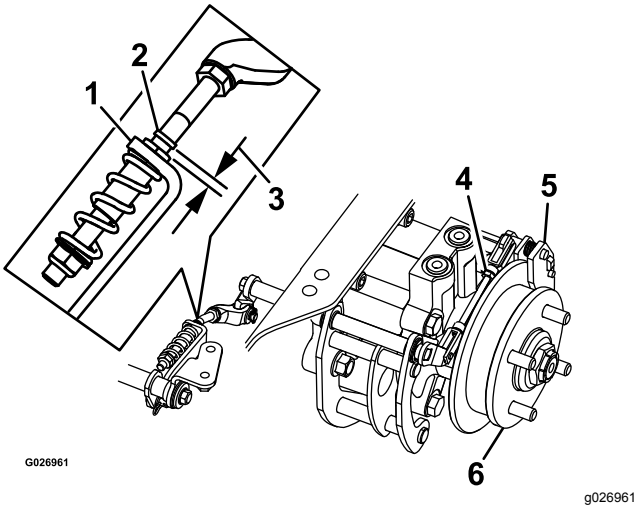

Figur 70
8. Kontrollera om det finns ett synligt mellanrum mellan L-fästet och länkstoppet (Figur 70).